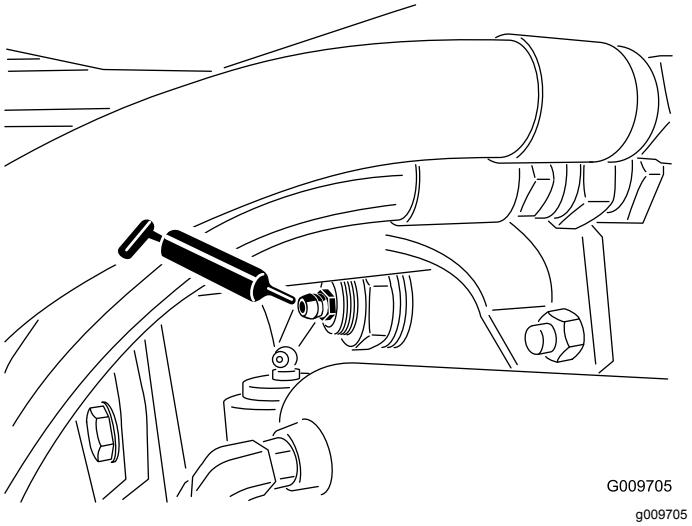

Figuur 49
- Lagerbussen van draaipunt van achteras (2) (Figuur 49)